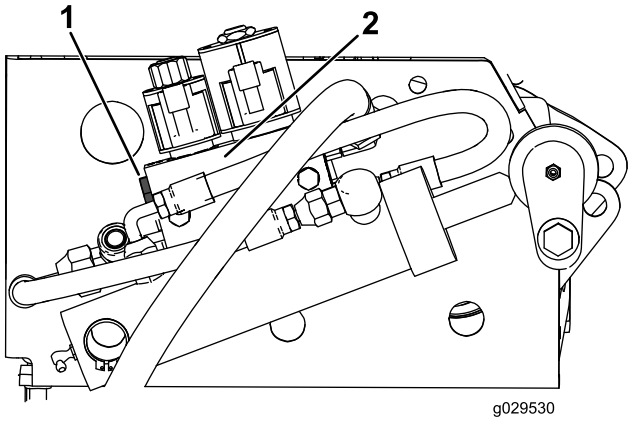

Rysunek 18
5. Umieść na prawej ramie zespół zaworu podnoszenia podwozia (Rysunek 18).
6. Zdejmij zatyczkę z lewej strony zespołu zaworu (Rysunek 18).